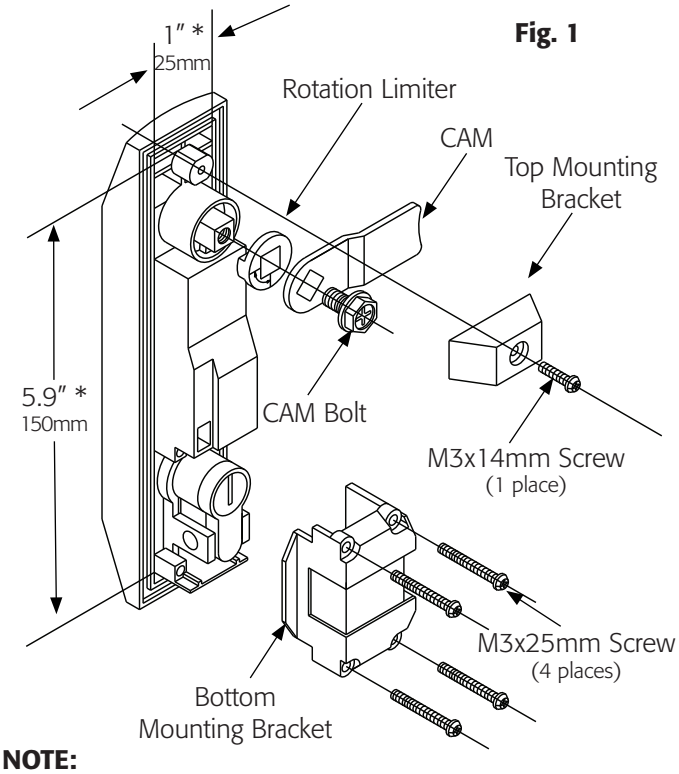

**Fig. 1**
4. Ensure the proper cutout in the door. (See Fig. 1)